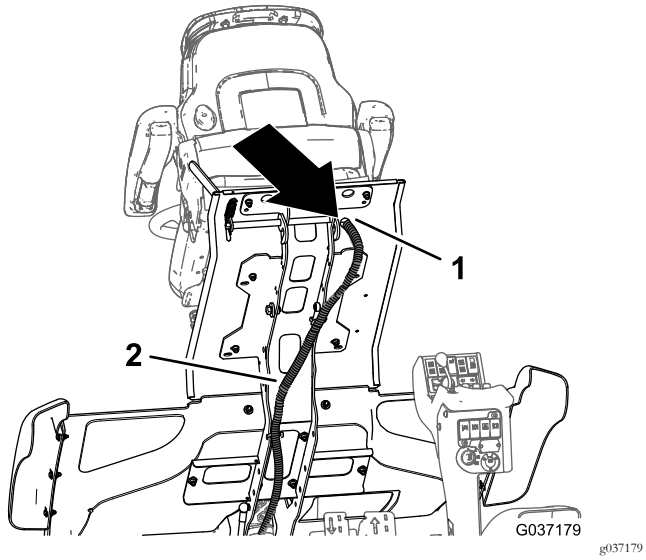

Figur 29
1. Før maskinens ledningsnet, som du frakoblede i trin 1 af 2 Afmontering af sædet (side 4), gennem hullet i førerplatformen (Figur 29).
4. I bunden af platformen skal du føre stikket med to sokler (sorte og røde ledninger) til 400 cm-sættets ledningsnet langs relæets ledningsnet og gennem hullet i platformen, der er placeret bag sædet. Se Figur 29.